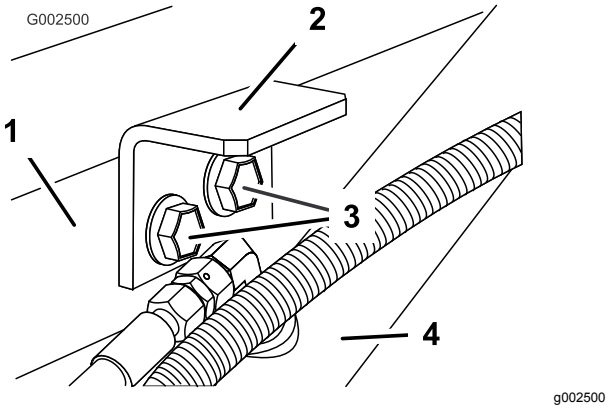

Figur 8
3. Monter tilholderbeslagene ved hjælp af de to bolte og flangemøtrikker, der blev fjernet tidligere (Figur 8).